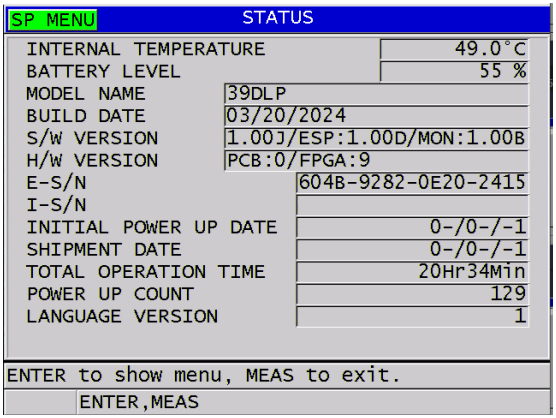

Rysunek 15-5 Przykład ekranu STATUS (Stan)
2. W menu wybierz opcję **STATUS** (Stan) (patrz Rysunek 15-5 na stronie 316).